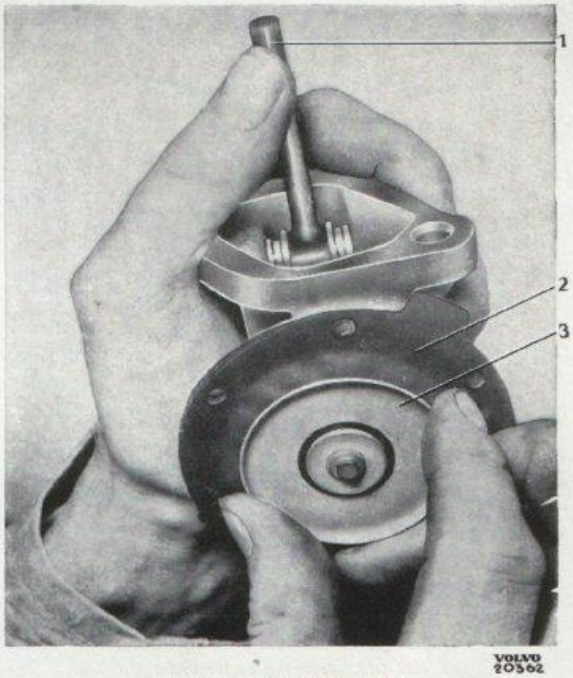

Bild 1-81. Byte av membran
2. Håll pumpen enligt bild 1-81. Demontera det gamla membranet genom att trycka ned och vrida det ett kvarts varv.